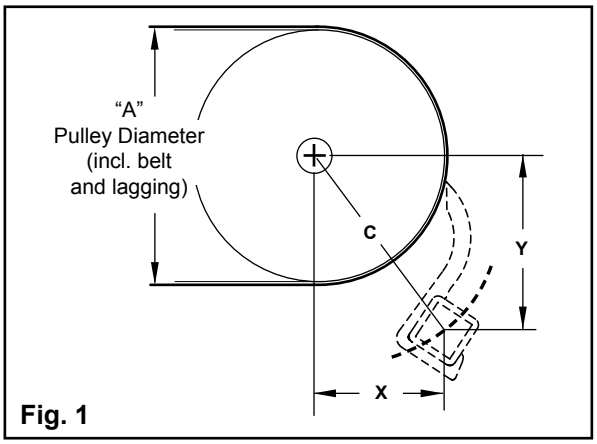

Fig. 1
3. From center of pulley shaft measure down the distance of Y dimension and place a mark on structure (Fig. 1).
4. From Y location mark, measure away from the pulley the distance of X dimension and mark this position. This will be the location of center of pole (Fig 1). Measure the C dimension to verify that it is correct.